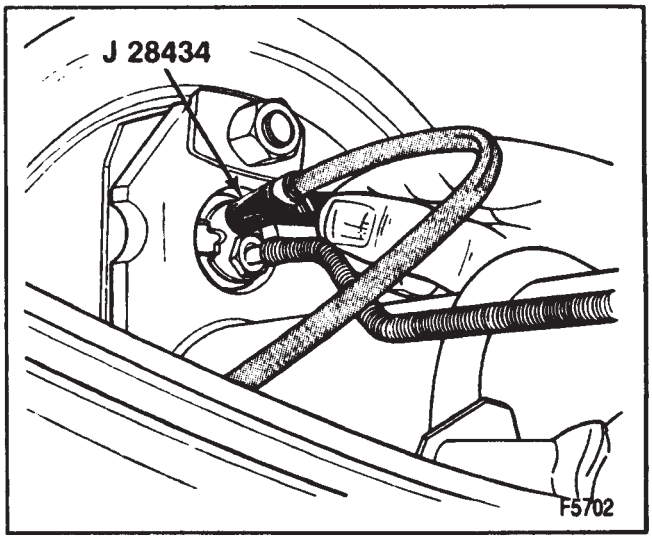

Figure 3—Using the Wheel Cylinder Bleeder Wrench
5. Attach J 28434 to the wheel cylinder/caliper bleeder screw (figure 3).
8. Attach J 28434 to a brake bleeder screw (figure 3).